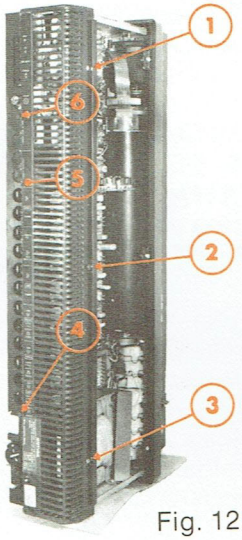

Fig. 12
**B - ACCÈS AUX CIRCUITS IMPRIMÉS AMPLIFICATEUR BF [Tr] ET ALIMENTATION [Ne] [Gl] COTÉ SOUDURES (Fig. 12 et 13).**